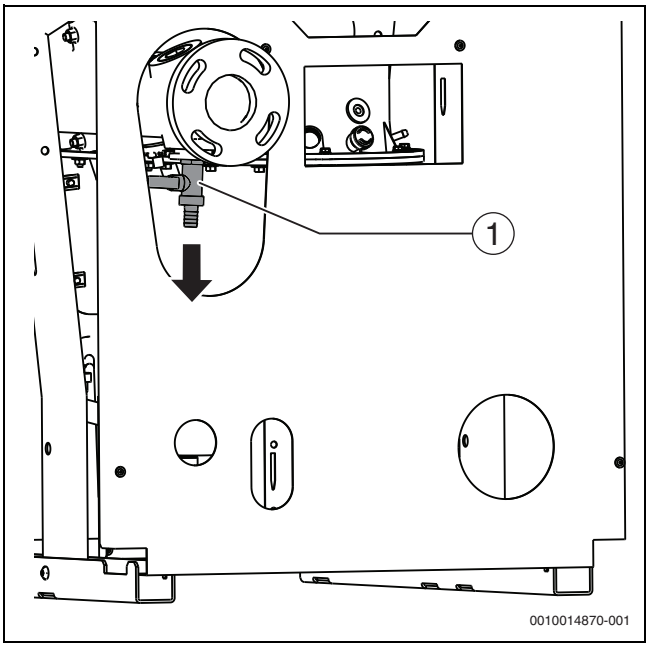

Bild 16 Demontage Entleerhahn (Dargestellt: Kessel mit Flanschanschluss, Ausführung rechts)
- Montierten Entleerhahn am Rücklauf entfernen (→Bild 16)